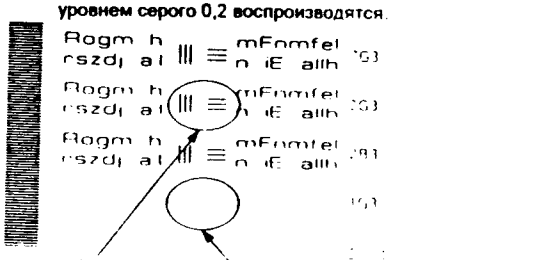

Рис. 1
- (Рис. 1): Вертикальные/горизонтальные линии с уровнем серого 0,1 пропадают.